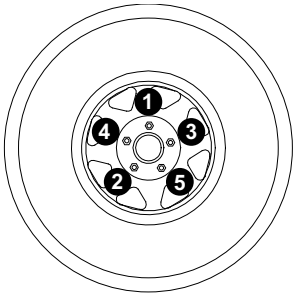

***Figure 3-17. Tightening Wheel Lugs***
10. See ***Figure 3-17***. Check the wheel lugs. Tighten or replace any lugs that are loose or missing. If a tire has been removed for axle service or replaced, tighten the lugs, in the order shown, to the following specifications.